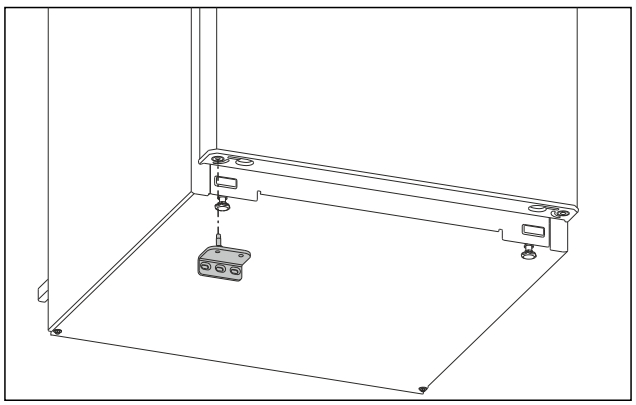

Fig. 16
▶ Vložte spodní stojan ložiska na opačné straně. (viz Fig. 16)